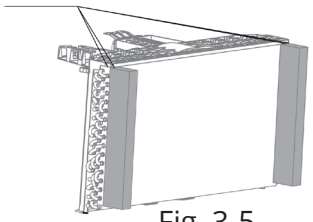

Fig. 3-5
- Si vous utilisez une ancienne grille arrière, retirez l'éponge de celle-ci, puis fixez l'éponge B sur le panneau arrière de l'unité. (Voir fig. 3-5.)
- Si vous utilisez une nouvelle grille arrière, ne fixez pas d'éponge sur celle-ci : fixez l'éponge B sur le panneau arrière de la machine. (Voir fig. 3-5.)